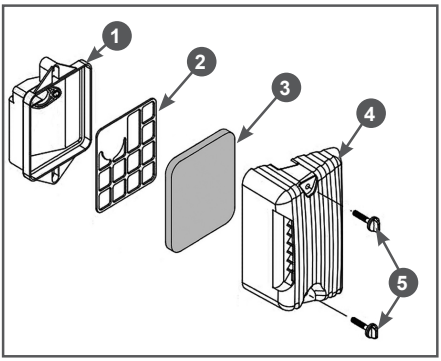

Рис. 21 Обслуживание воздушного фильтра
1. Открутите винты 5 крепления крышки воздушного фильтра и снимите крышку 4 воздушного фильтра (Рис. 21).
2. Извлеките из корпуса воздушного фильтра поролоновый фильтрующий элемент 3 (Рис. 21).
5. Произведите очистку сепаратора 2, крышки 4 и корпуса 1 воздушного фильтра, не допуская попадания грязи в карбюратор (Рис. 21).